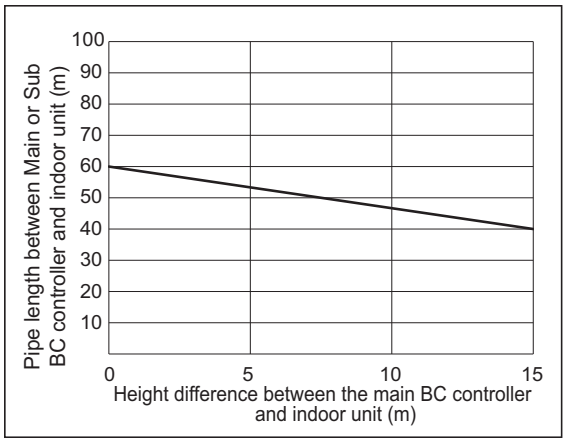

Fig. 2
*2. Details refer to Fig. 2.
*7. When the piping length or the vertical separation exceeds the limit specified in Fig. 2, connect a sub BC to the system.
When using indoor models P140 or larger, the restrictions shown in Fig. 2 cannot be exceeded.